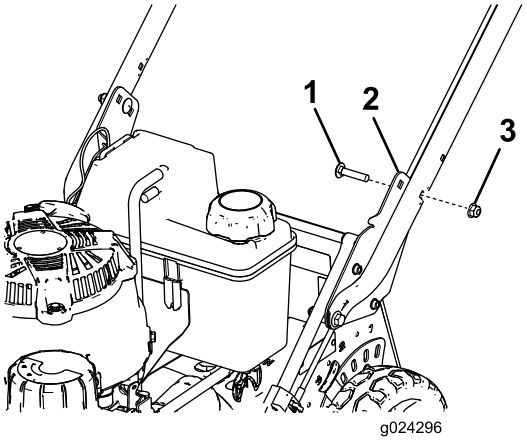

Rysunek 5
5. Zamontuj uchwyt na pożądanej wysokości na wsporniku uchwytu 2 śrubami podsadzanymi (5/16 x 1½ cala) i 2 nakrętkami z kołnierzem (5/16 cala) w sposób pokazany na Rysunek 5.